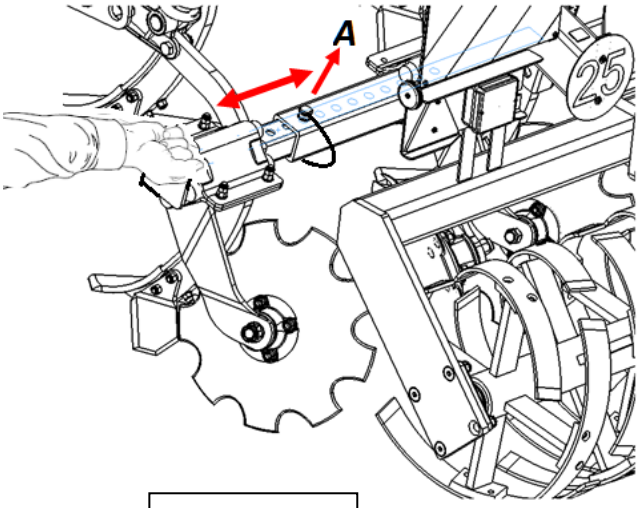

FIGURE 16
Les disques de nivellement latéraux ont été conçus pour être ajustés latéralement. (Figure16)
1. La goupille de fixation (A) est retirée. (Figure 16)